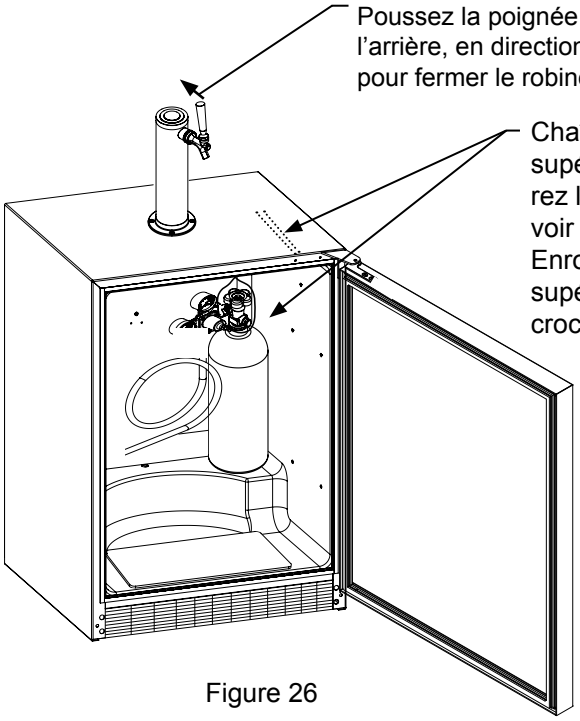

Figure 26
5. Placez le réservoir de CO_2 dans le coin du réfrigérateur, comme illustré dans la Figure 26, puis utilisez la chaîne pour le fixer. Fermez la poignée de robinet sur la colonne.
2. Assurez-vous que la poignée de robinet est fermée sur la colonne (voir Figure 26).